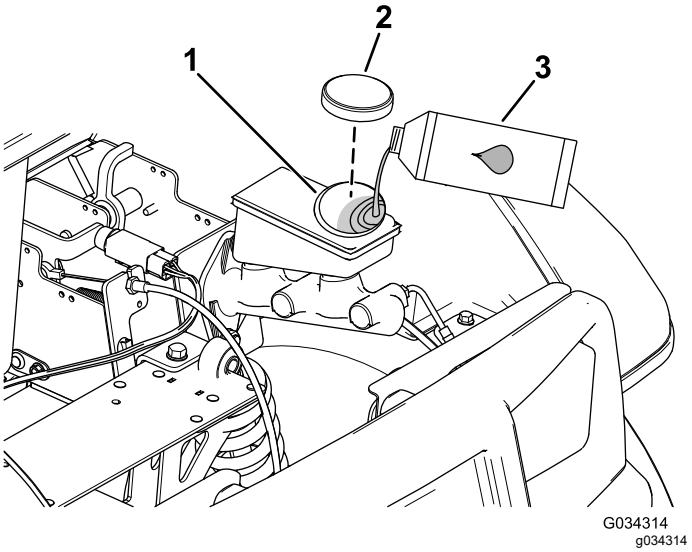

Figuur 54
2. Open de motorkap om toegang te krijgen tot de hoofdremcilinder en het reservoir (Figuur 54).
A. Reinig de omgeving van de reservoirdop en verwijder de dop (Figuur 54).
C. Plaats de dop weer op het reservoir (Figuur 54).